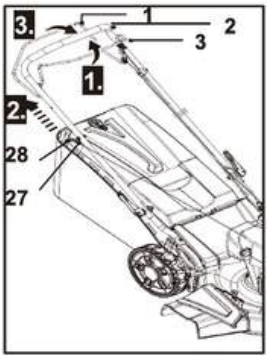

Abb. 22
1. Stellen Sie sicher, dass der Kraftstoffhahn-Hebel auf ON steht (Abb. 22).
2. Stellen Sie sich hinter den oberen Griff (2).
3. Ziehen Sie den Bremshebel (3) und halten Sie ihn am oberen Griff (2) (Abb. 22, Schritt 1).
4. Lehnen Sie den Handstartergriff (28) an den Haken (27) auf der rechten Seite des oberen Griffs (2).
5. Ziehen Sie den Startergriff (28) leicht, bis Sie einen Widerstand spüren, und ziehen Sie dann kräftig. Wiederholen Sie dies, bis der Motor startet (Abb. 22, Schritt 2).
6. Wenn Sie bereit zum Mähen sind, drücken Sie den Selbstantriebshebel (1) nach vorne und halten Sie ihn am oberen Griff (2) (Abb. 22, Schritt 3). Das Gerät beginnt sich vorwärts zu bewegen und startet den Mähvorgang.